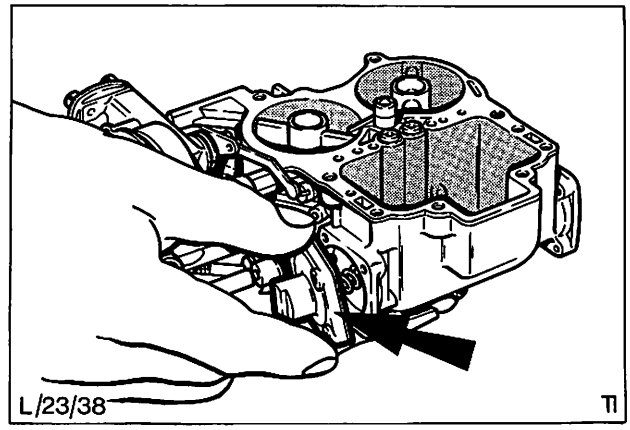

Abb. 63 Beschleunigerpumpenmembran abbauen
7. Schrauben (4) vom Deckel-Beschleunigerpumpe entfernen, Deckel abnehmen, Pumpenmembran und Membran-Rückdruckfeder herausnehmen, Abb. 63.